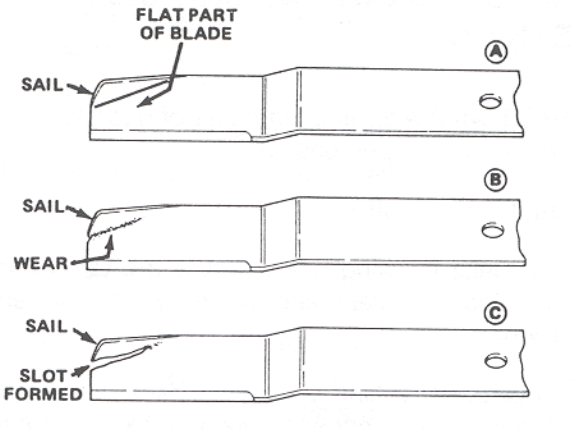

Figure 64
2. Carefully examine cutting ends of the blade, especially where the flat and sail (curved part) meet (Fig. 64-A). Since sand and abrasive material can wear the metal connecting the flat and sail portions, check the blade before using the machine. If any wear is noticed (Fig. 64-B), replace the blade; refer to Removing the Cutting Unit Blade, page 51.